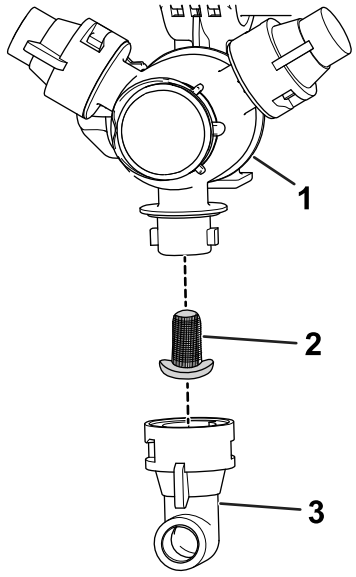

図 110
2. タレットからノズルを外す図 110。
3. 古いノズルフィルタ図 110を外す。
4. 新しいノズルフィルタを取り付ける図 110。
5. タレットにノズルを取り付ける図 110。